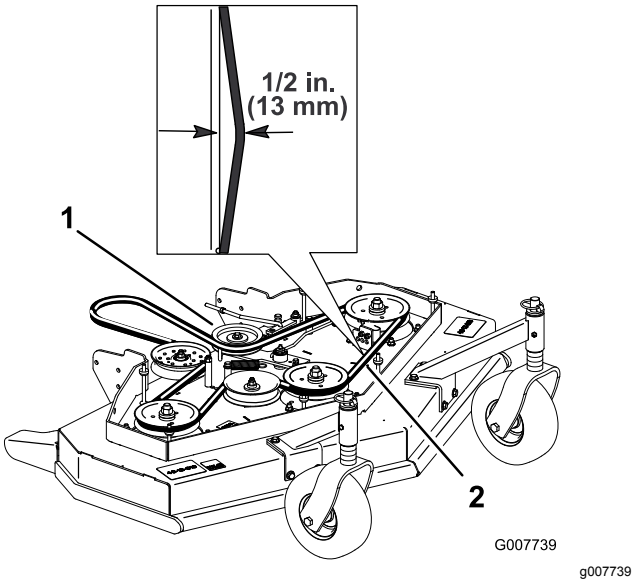

**Figur 45**
4. Ta bort mellandrevet och den slitna remmen (Figur 45).
**Obs:** Klipparens korrekta remspänning är 44–67 N med en remnedböjning på 13 mm halvvägs mellan remskivorna (Figur 45).